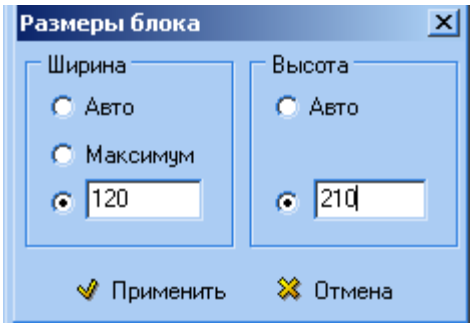

Рис. 16
2. Установить размеры блока (рисунка) (рис. 16):